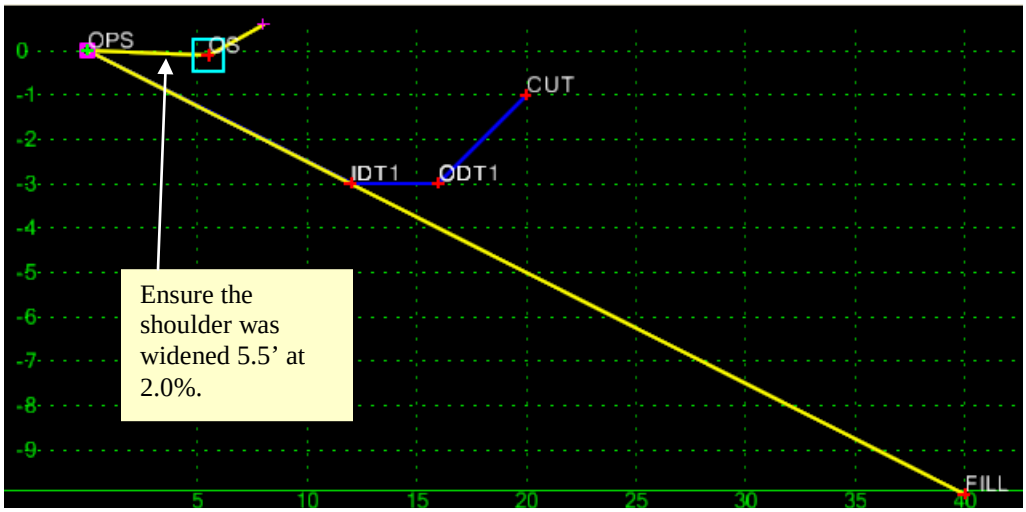

Figure L7-73 Create Template Grid
- Verify that a **5.5'** shoulder was drawn at **2.0%** from **OPS** as shown in *Figure L7-73*.